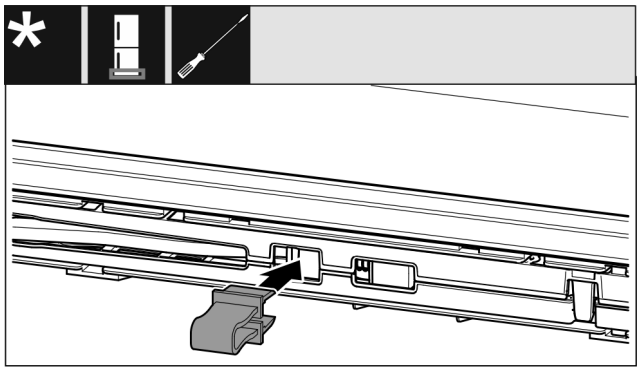

Fig. 14
▶ Nofiksējiet aizturi atverē. (skat. Fig. 14)